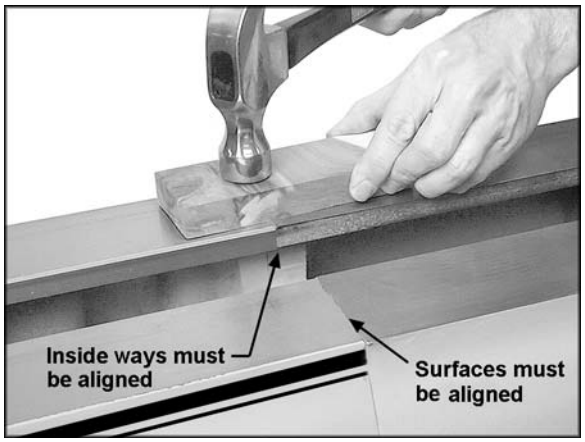

Figure 8
4. Use a dead blow mallet, or a hammer with a block of wood, to tap down the bed extension until it is flush with the Lathe bed. See Figure 8. **Never use a steel-faced hammer directly against the bed surfaces**. Tap the bed extension where needed until its surface is aligned with the Lathe bed, and the inside ways are aligned.